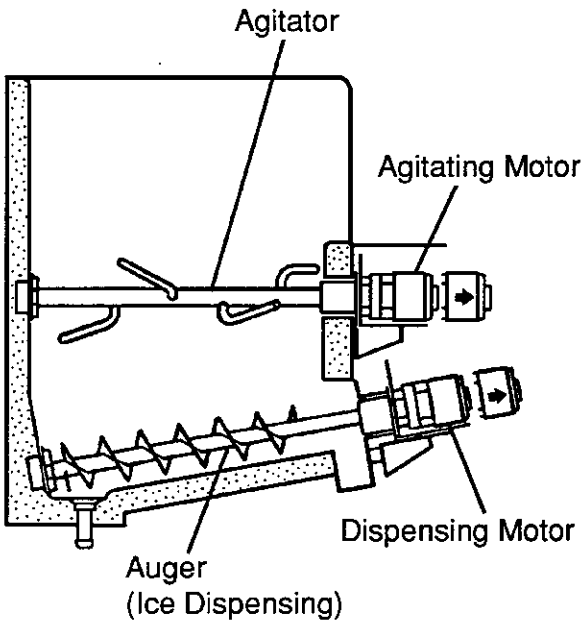

Fig. 4
2) Remove the thumbscrews first from the vertical plane and then from the horizontal plane of the Motor Brackets. Move the Agitating Motor(s) and the Dispensing Motor toward you. Then remove the Agitator(s) and the Dispensing Auger. See Fig. 4.